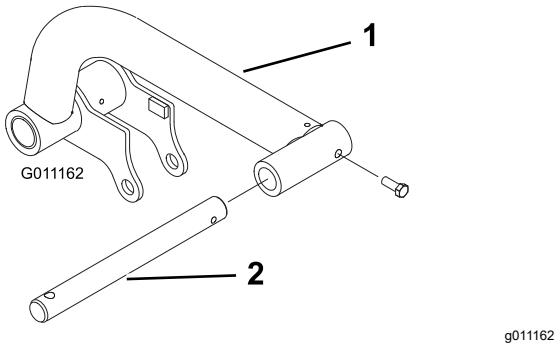

Figur 9
1. Skjut in en svängtapp i varje lyftarm och passa in monteringshålen (Figur 9).